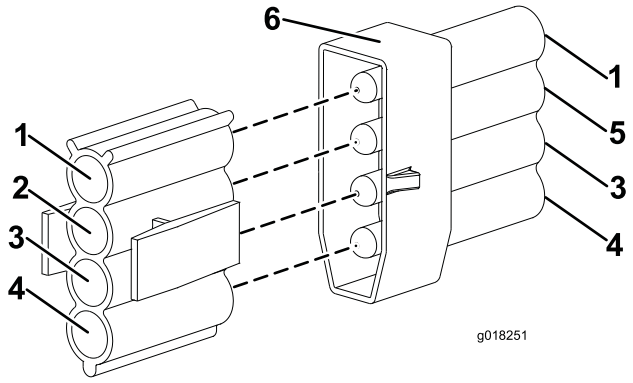

**図 13**
12. 配線パネルにあるコネクタの中の、緑/白の電線のついているコネクタを、先ほど印をつけておいた左側ランプ・アセンブリのコネクタに接続する（図 13）。